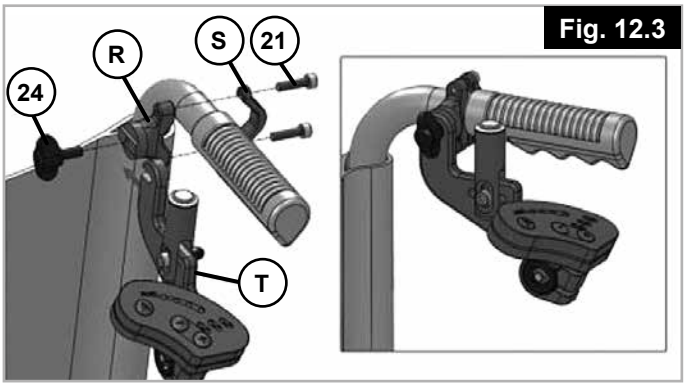

Fig. 12.3
Dévissez la vis papillon (24) afin de déposer complètement l'unité de commande (T) que vous rangerez dans la sacoche. Pour ce faire, faites passer l'unité de commande (T) à travers la fermeture Éclair arrière de la sacoche et rangez-la dans la poche de droite prévue à cet effet (Fig. 12.3).